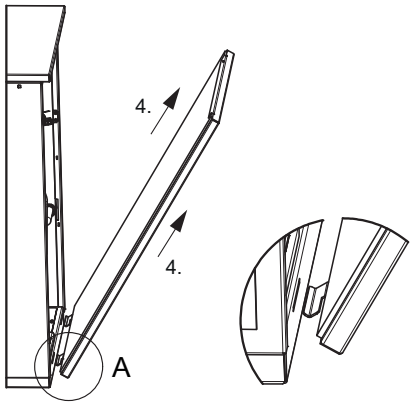

Fig. 7.4:Apertura delle lamiere di copertura laterali, passaggio 4
- In questa posizione, estrarre diagonalmente verso l'alto dalla lamiera di basamento la parte in lamiera (4) (vedere Fig. 7.4).